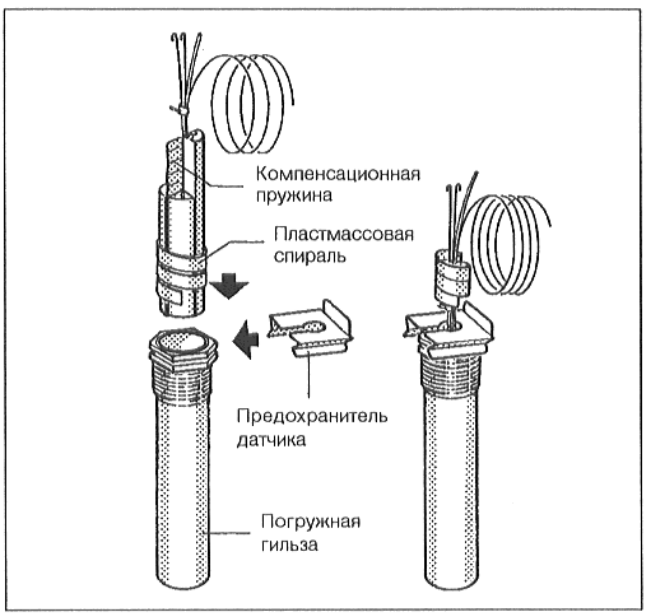

Рис. 27
- Пластмассовая спираль, предназначенная для того, чтобы удерживать вместе датчики, при вставлении автоматически перемещается назад (Рис. 27).
Чтобы обеспечить контакт между погружной гильзой и поверхностями датчиков и, тем самым, надежную передачу температуры, необходимо вставить между датчиками компенсационную пружину (Рис. 27).
- Сбоку или сверху надеть на головку погружной гильзы предохранитель датчика (Рис. 27).